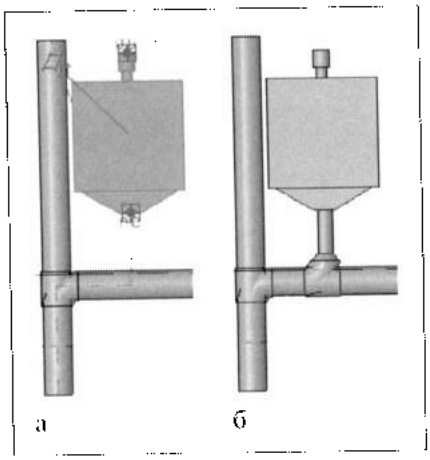

Рис. 40.33. *Подсоединение писсуара*
11. Подсоединить писсуар трубопроводом к системе (рис. 40.33).